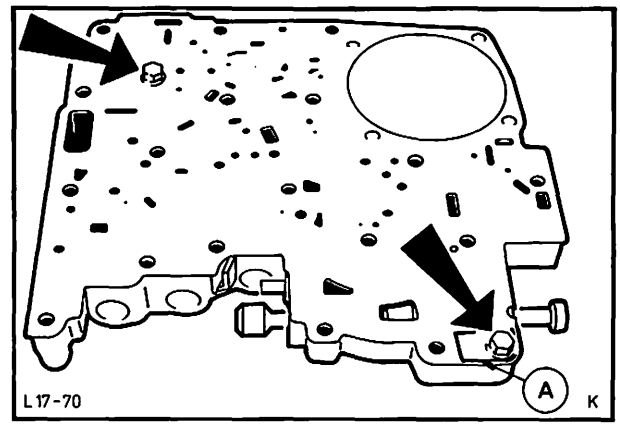

Abb. 101 Befestigungsschrauben – Abdeckplatte
56. Schrauben (2) der Abdeckplatte entfernen, Abb. 101, und Platte mit Dichtung vorsichtig abheben. Kugelventile (5) und die beiden Überdruckventile mit Federn herausnehmen. Dann Halteplatten, Stifte, Stopfen und Ventile mit Federn ausbauen.